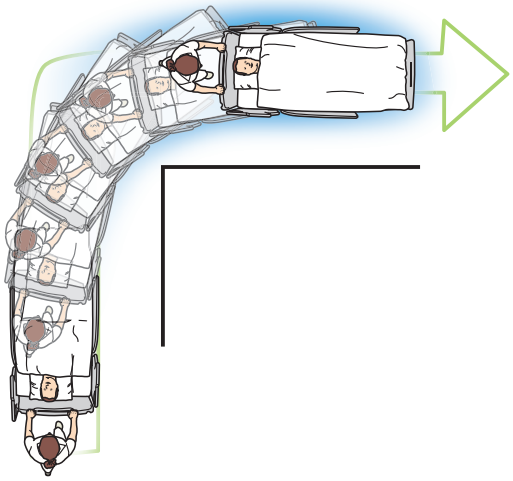

**Fig. 12**
*IndiGo* ersätter sängens ordinarie styrlåsfunktion med ett drivhjul centrerat under sängen, vilket förbättrar manövrerbarhet och styrning. Drivhjulet minimerar effektivit det behövliga utrymmet vid hörn eller hela 360°-svängar. **Se fig. 12 och 13**